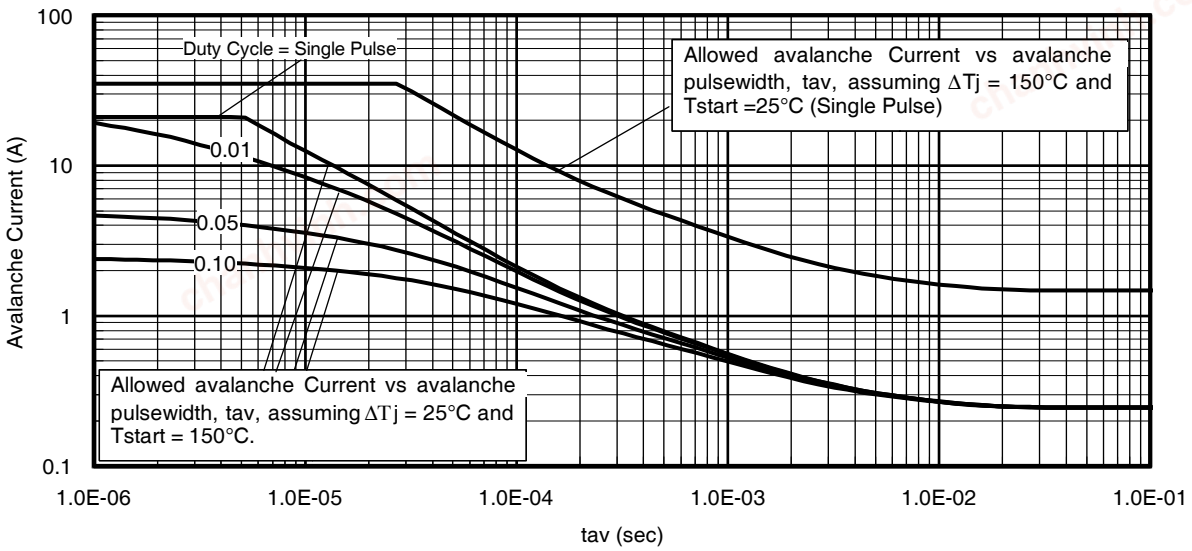

Fig 14. Typical Avalanche Current Vs.Pulsewidth
① Repetitive rating; pulse width limited by max. junction temperature.
② Starting T_J = 25°C, L = 0.51mH, R_G = 25Ω, I_{AS} = 21A.
③ Pulse width ≤ 400µs; duty cycle ≤ 2%.
④ R_θ is measured at T_J of approximately 90°C.
⑤ Limited by Tjmax. See Figs. 14, 15, 17a, 17b for repetitive avalanche information
Notes on Repetitive Avalanche Curves , Figures 14, 15: (For further info, see AN-1005 at www.irf.com)
7. ΔT = Allowable rise in junction temperature, not to exceed T_{jmax} (assumed as 25°C in Figure 14, 15).